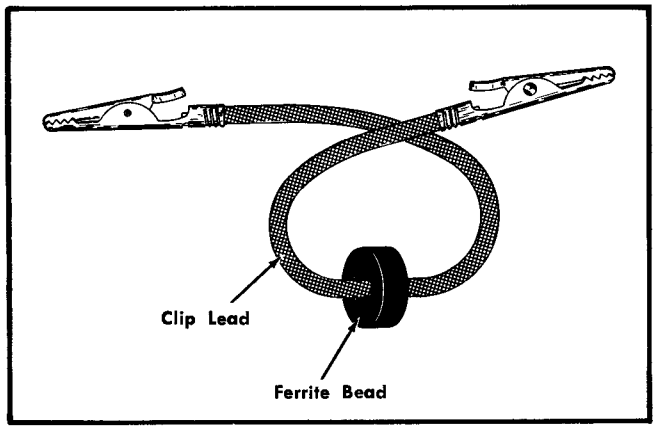

Fig. 6-5. Clip lead with ferrite bead installed.
b. Connect the CRT vertical deflection plate pins together with a very short clip lead. (If oscillation occurs, install a ferrite bead on the clip lead as shown in Fig. 6-5). CAUTION: Do not ground the CRT pins.